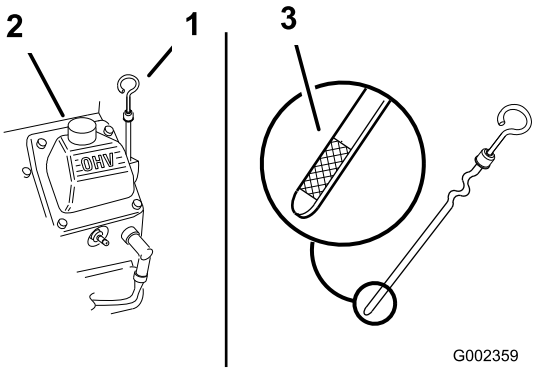

Figur 21
3. Rengjør rundt peilestaven (Figur 21) slik at det ikke kan komme smuss som kan skade motoren ned i påfyllingshullet.
4. Ta ut peilestaven, og tørk av enden (Figur 21).
5. Skyv peilestaven helt inn i påfyllingsrøret, men ikke tre den på røret (Figur 21).
6. Hell ca. 80 % av oljen som skal fylles på ned i påfyllingsrøret (Figur 21).